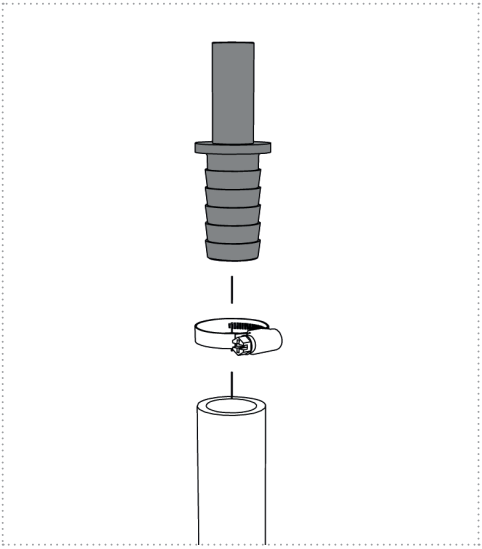
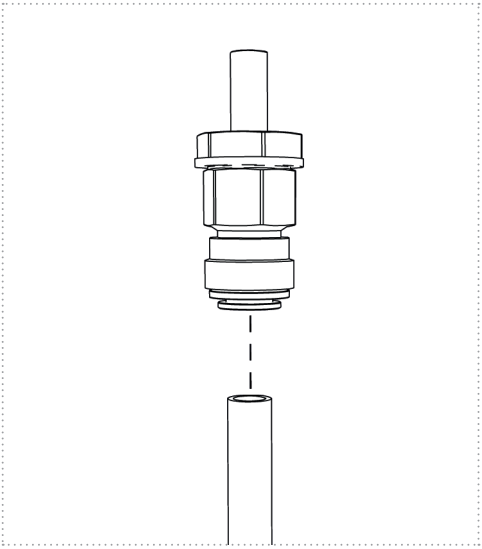

Figure 8
Figure 9b
2. Slide the hose coming from the pump onto the included matching tube to hose stem and fasten it with a hose clamp (Figures 8 and 9a).
Note: For using the „water connection adapter 12 or 15mm)“ with plug-in system for e.g., UniQuick and Whale System (not included in scope of delivery), observe Figure 9b.
3. Slide the hose departing from the UV unit onto the included matching tube to hose stem and fasten it with a hose clamp (Figures 8 and 9a). Note: For using the „water connection adapter 12 or 15mm“ with plug-in system for e.g., UniQuick and Whale System (not included in scope of delivery), observe Figure 9b.